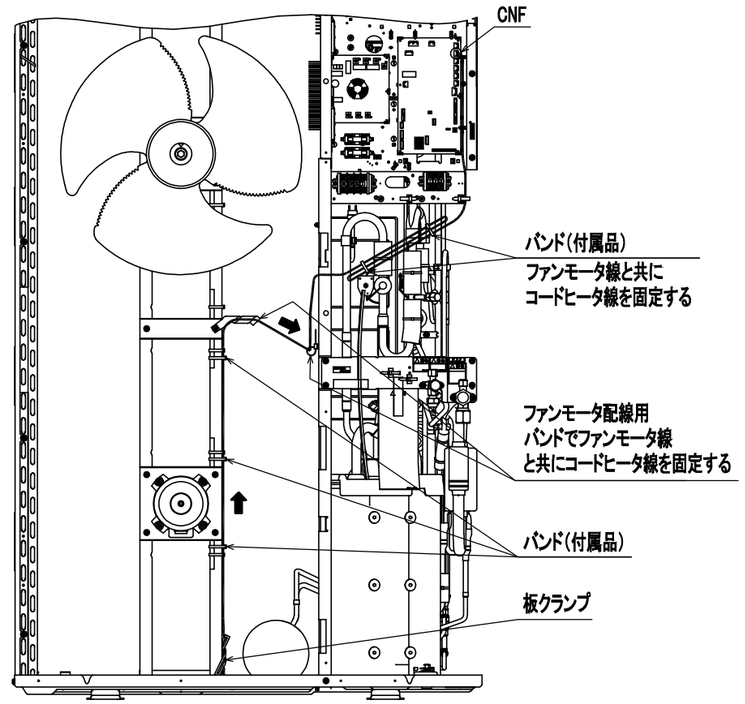

図10. FDCZP1125～1605
④ FDCZP1125～1605の場合、コードヒータの余り（非発熱部2.2m）は、モータブラケットに沿って立ち上げ、引き回しをしてください。（図10）
⑤ファンモータ配線に沿わしてグロメットを通し基板のCNFコネクタに差し込んでください。（図10、13）
⑥余ったコードヒータはコントローラ近傍で付属のバンドで固定してください。（図10）